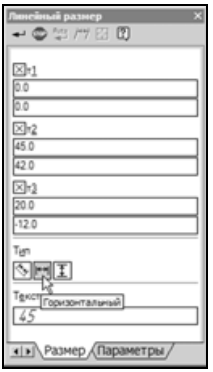

Рис. 2.57
- По умолчанию, система строит размерную линию, наклонную к точкам привязки. Щелчком на кнопке **Горизонтальный** на панели свойств задайте размеру горизонтальную ориентацию (рис. 2.57).